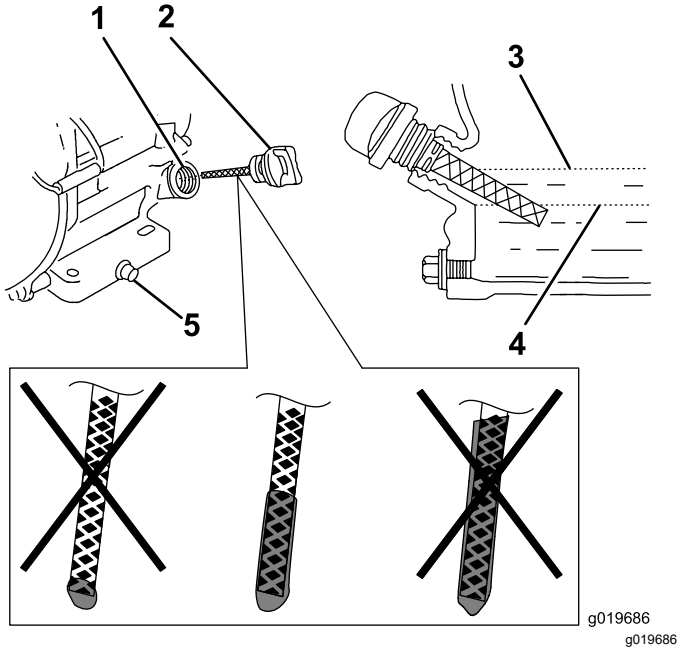

Bild 16
6. Nehmen Sie den Peilstab heraus und prüfen Sie den Motorölstand (Bild 16).